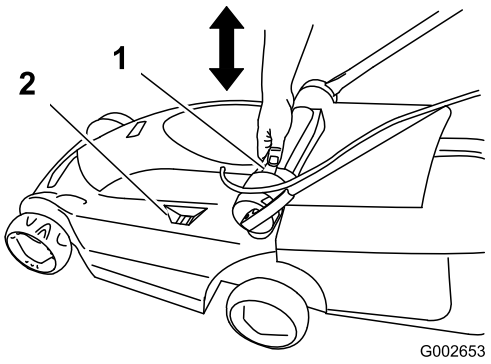

Figur 19
2. Tryck ned klipphöjdsinställningsknappen med tummen och tryck ned eller lyft upp klipphöjdshandtaget tills den inställning som önskas visas i klipphöjdsavläsningen (Figur 19).